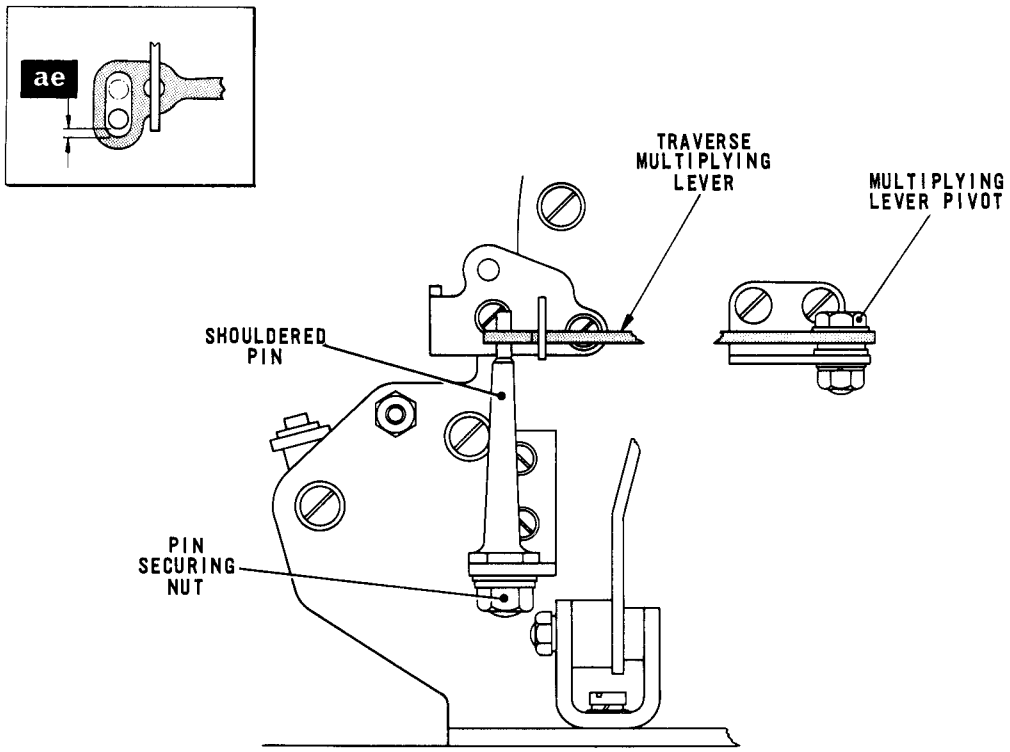

Fig. 4.26 PIN-BOX TRAVERSE ACTION
29.1 Clamp the pivot of the traverse multiplying lever, Fig.4.26, in the mid-position of its movement.